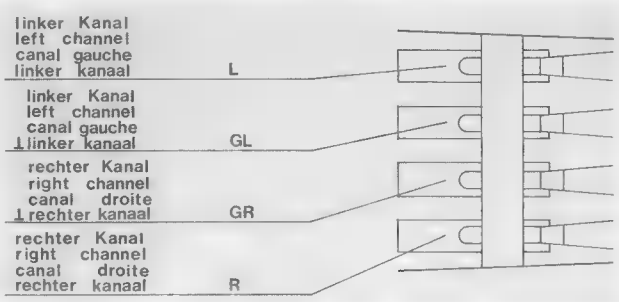

Fig. 27
3. Die Anschlüsse am Systemträger und Tonabnehmersystem sind gekennzeichnet. Verbinden Sie die Anschlußlitzen des Systemträgers mit den entsprechenden und gleich gekennzeichneten Anschlußstiften des Tonabnehmersystems (Fig. 27).
3. The connection inputs on the cartridge holder and on the cartridge are color coded. Connect the leads of the cartridge holder to the correspondingly coded connections pins of the cartridge (Fig. 27).